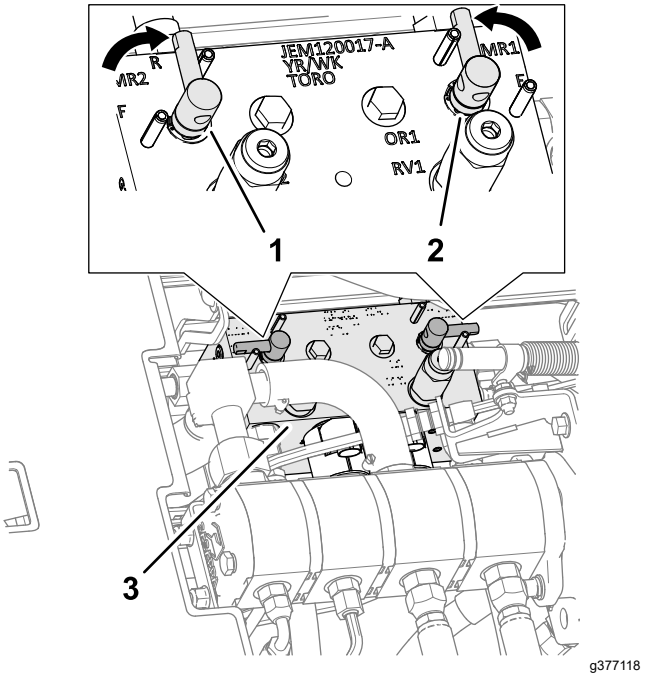

Figur 152
4. Lås sædet op, og løft det for at blotlægge plæneklippermanifolden (Figur 152).
5. Flyt baglapningsgrebene til positionen R (baglapning) (Figur 152).